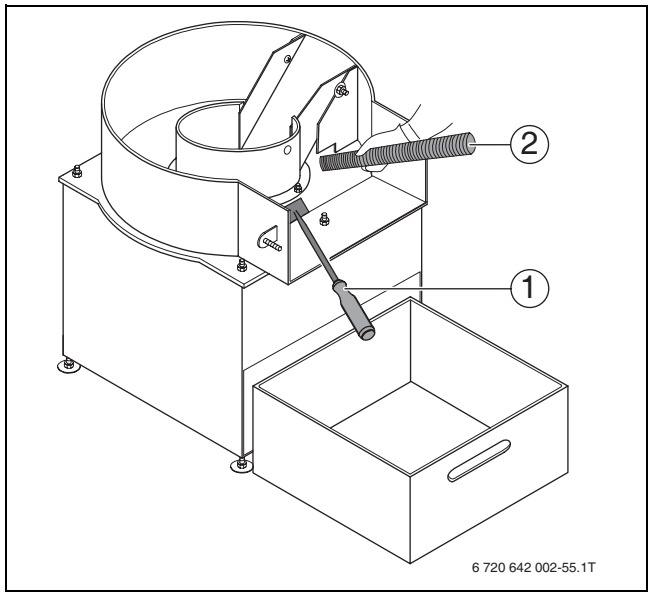

Fig. 31 Limpieza de la cámara de combustión
- Retirar la ceniza de la cámara de combustión con un rascador de ceniza (accesorio) (→ fig. 31, [1]) y echarla al cenicero.
- ▶ Retirar la ceniza de la cámara de combustión con un rascador de ceniza (accesorio) (→ fig. 31, [1]) y echarla al cenicero.